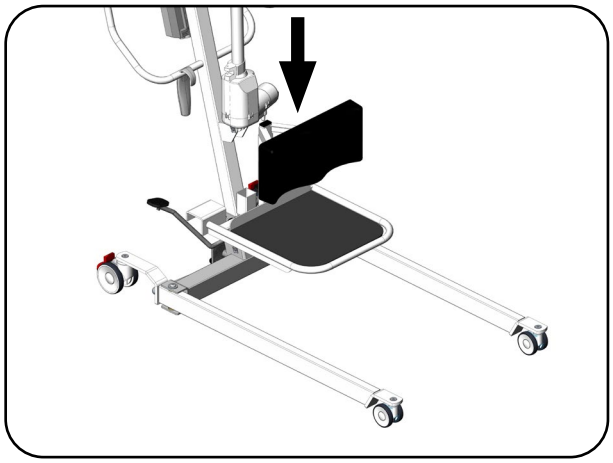

Abb. 8.8.02 - Montage Trittbrett
3. Befestigen Sie das Trittbrett am Fahrgestell, indem Sie es mit den U-Haltern auf das Querrohr aufstecken (Abb. 8.8.02).